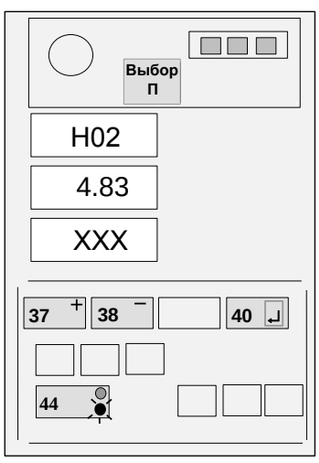

Рисунок 13
4.5.4 Нажимая кнопку ВЫБОР "П" (36), установить на верхнем ИЖЦ код "Н02" (индикация вылета стрелы; см. рисунок 13).
4.5.5.3 Изменяя положение датчика угла наклона стрелы, добиться отображения на среднем ИЖЦ значения вылета равным 4.83 (см. рисунок 13) для установленного значения вылета по рулетке.